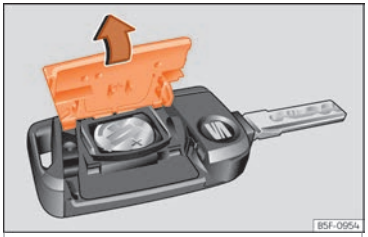

Fig. 145 Vehicle key: opening the battery compartment.
- Remove the cover from the back of the vehicle key ››› **Fig. 145** in the direction of the arrow ››› ❗.
- Fit the cover as shown ››› **Fig. 145**, pressing it onto the vehicle key casing in the opposite direction to that shown by the arrow until it clicks into place.